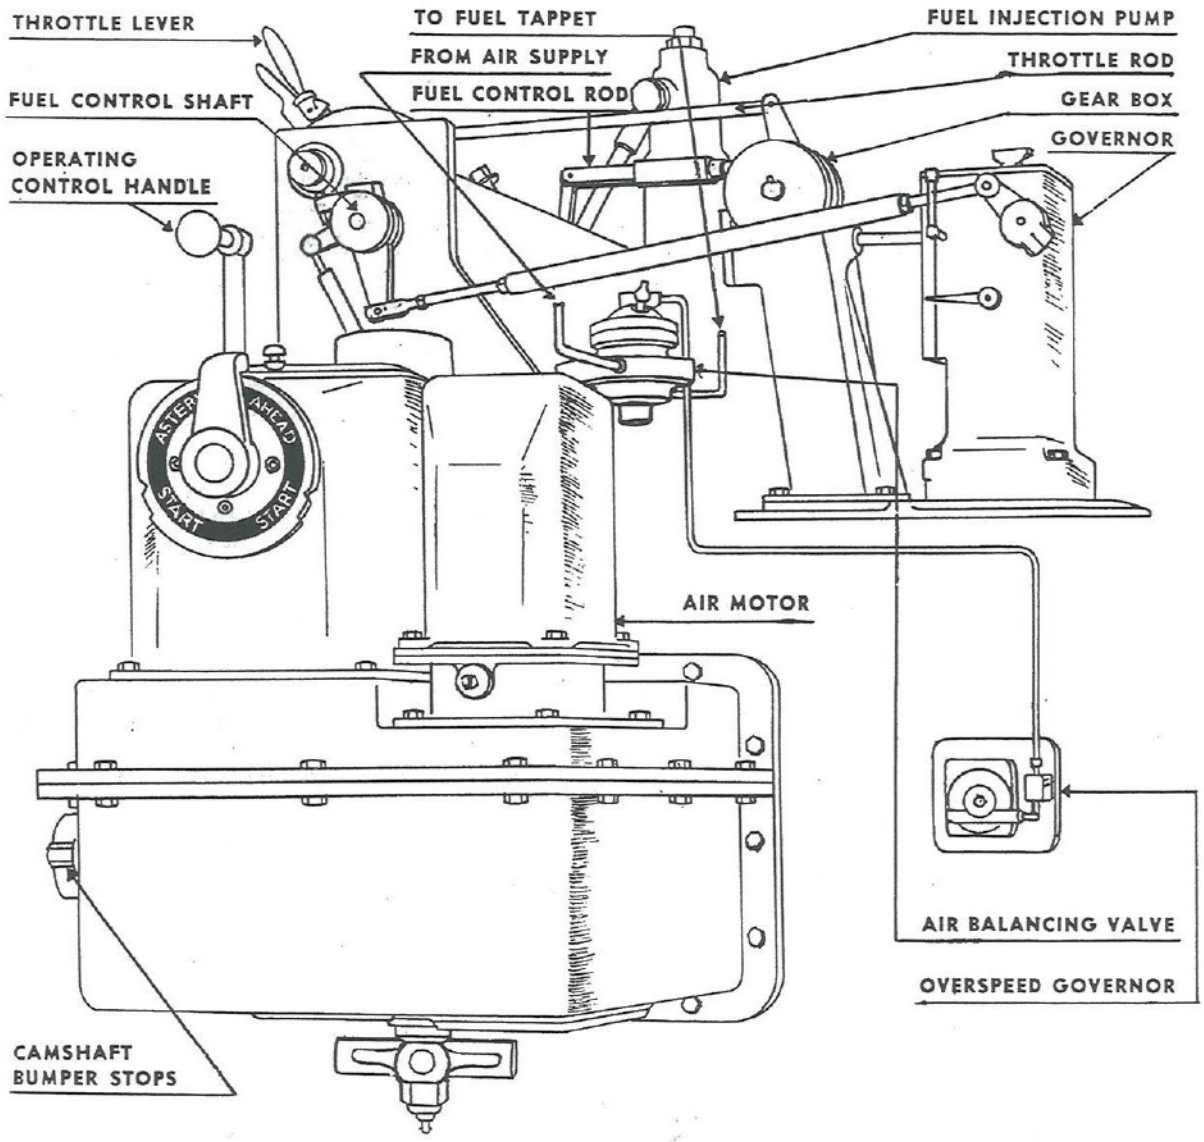
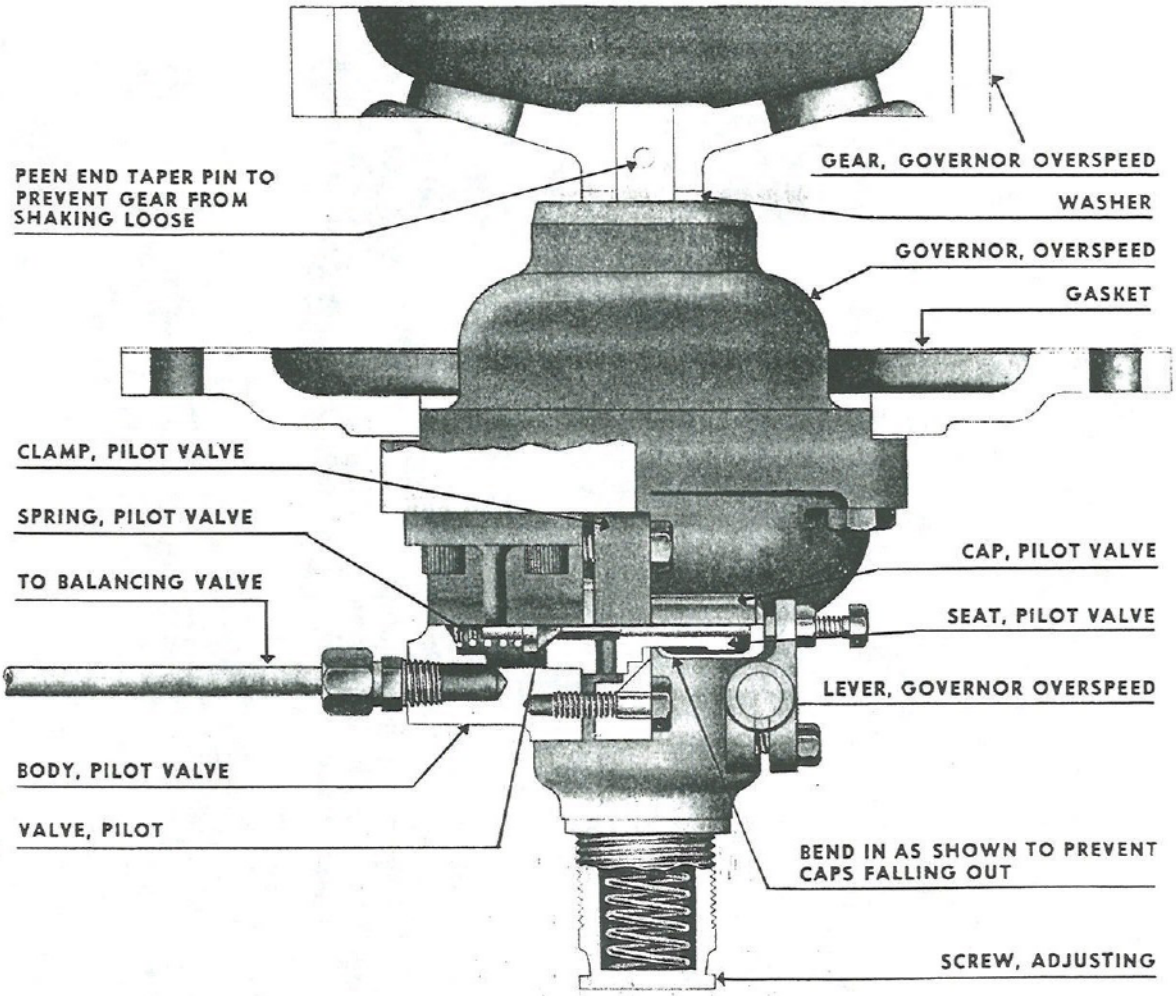

Fig. 44. Overspeed Governor System
Fig. 52. Overspeed Governor
55. HYDRAULIC GOVERNING SYSTEM. Enterprise engines with this type of equipment use the Woodward hydraulic governor. Its function is the same as the mechanical type governor explained in par. 54. In many other ways it is also similar to the mechanical governor. The hydraulic governing system built on the engine is shown in Fig. 44.
a. In Fig. 44 the throttle lever is shown. The operator sets the throttle for the desired speed. This either pushes or pulls the throttle lever rod. This rod is not directly connected to the hydraulic governor but as shown it connects to a gear box. A shaft from the gear box is connected to the governor. The function of the gears in the gear box is to transform lateral motion into the rotative motion required to adjust the hydraulic governor. The changing of the throttle lever causes the throttle rod to move in a lateral direction. The gears in the gear box absorb this lateral motion and cause it to turn the shaft to the governor in either a clockwise, or counter-clockwise direction.
b. The rest of the units shown in Fig. 44 are explained in par. 57.
b. The overspeed governor system is shown in Fig. 44. Fig. 52 shows the overspeed governor. It is mounted on the front end of the engine and geared into the gear train. The governor is of the simple flyball type with the spring tension adjusted so that the flyballs will not move unless the engine attains an excessive speed. When the flyballs are set in mo-
tion, they move the overspeed governor lever. As shown in Fig. 52 the end of this lever is fitted with a screw bolt which contacts the end of a spring loaded pilot valve enclosed in a housing located on the governor housing. If the engine attains an excessive speed, the fly-ball motion created inside the governor moves the lever. The lever then overcomes the spring pressure of the pilot valve and bleeds the air from the upper chamber of the balancing valve through the tubing.